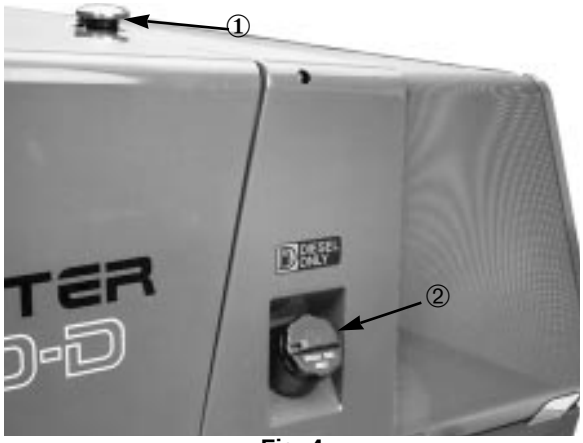

Fig. 4
1. Togliere il tappo del radiatore (Fig. 4). Il refrigerante deve trovarsi a 2,5 cm dalla base del foro di riempimento.
1. Togliere il tappo del serbatoio carburante (Fig. 4)